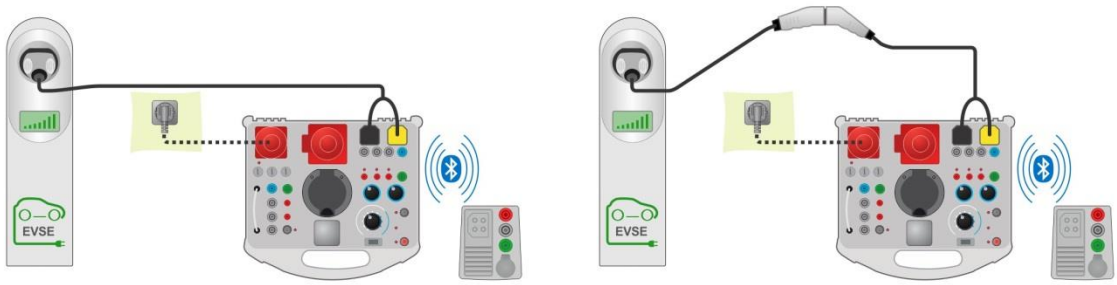
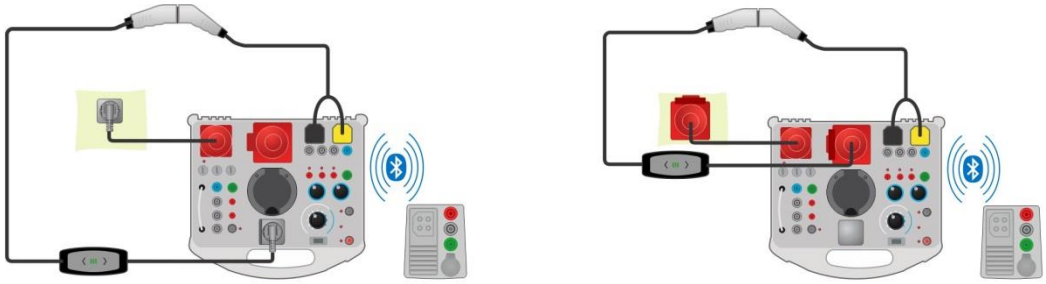
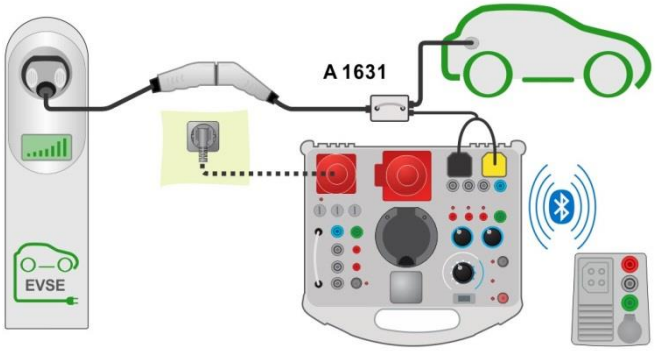

Figure 7.85: Diagnostic test - EV simulator and Errors sub-tests - connection to EVSE
Figure 7.86: Diagnostic test - EV simulator and Errors sub-tests - connection to Mode 2 charging cable powered from Analyser
Figure 7.87: Diagnostic test (EVSE) - Monitor sub-test - connection to EVSE or charging cable
- Connect the charging cable / station to A 1632 eMobility Analyzer adapter. See ***Figure 7.85***, ***Figure 7.86*** and ***Figure 7.87***.